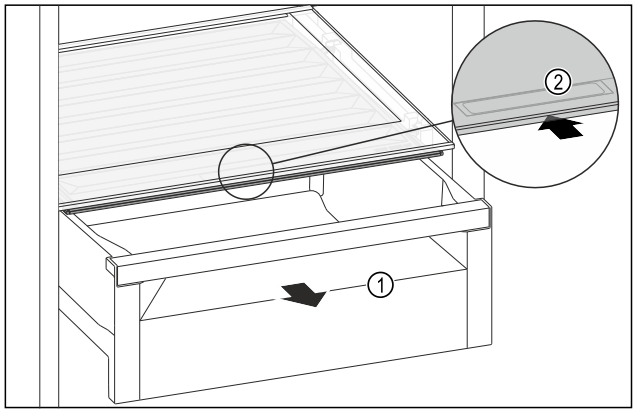

Fig. 171
▶ Zásuvku *Fig. 171 (1)* vytáhněte.
▶ Uchopte prohlubeň pro rukojeť *Fig. 171 (2)* na víku zásuvky a současně zasuňte víko zásuvky směrem dozadu.